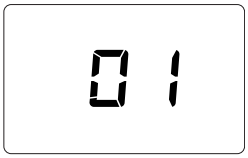

рис. 5- Включение/Версия ПО
- В течение первых 5 секунд на дисплее будет высвечиваться версия программного обеспечения электронной платы (рис. 5).